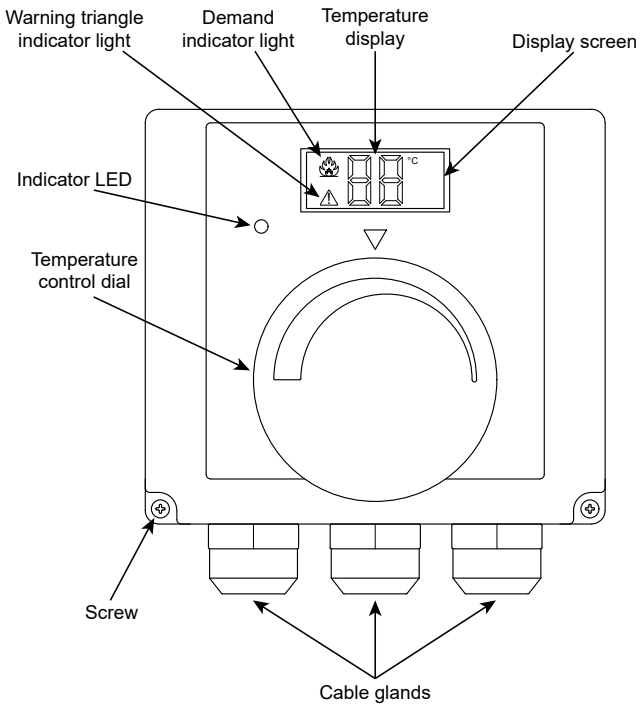

Figure A-1: Digital Dual Thermostat - Front View
You will be able to tell if the Fail Safe function has operated, as the warning triangle in the bottom left hand corner of the display screen will be illuminated and the indicator LED will be illuminated red (see Figure A-1).
1. Allow the temperature of the contents of the cylinder to drop below 65°C. This temperature is indicated on the thermostat display, refer to Figure A-1.
If this function operates, the warning triangle in the bottom left hand corner of the display screen will be illuminated and the indicator LED will be flashing red (see Figure A-1).
2. Remove the two screws securing the wiring cover to the back of the thermostat (see Figure A-1) and carefully remove the wiring cover.
When the temperature of the contents of the hot water cylinder is below the target temperature set by the thermostat, a small flame icon will appear in the top left hand corner of the display screen approximately 10 seconds after the status of the indicator LED changes. See Figure A-1.
If the "Fail Safe" function operates (refer to Section A.1.2), a warning triangle will appear in the bottom left hand corner of the display screen approximately 10 seconds after the status of the indicator LED changes. See Figure A-1.
The thermostat is equipped with an LED to the lower left of the display screen (see Figure A-1).
1. With the thermostat installed, in position and with the electrical supply to the thermostat switched on, use the temperature control dial (see Figure A-1) to adjust the domestic hot water target temperature.